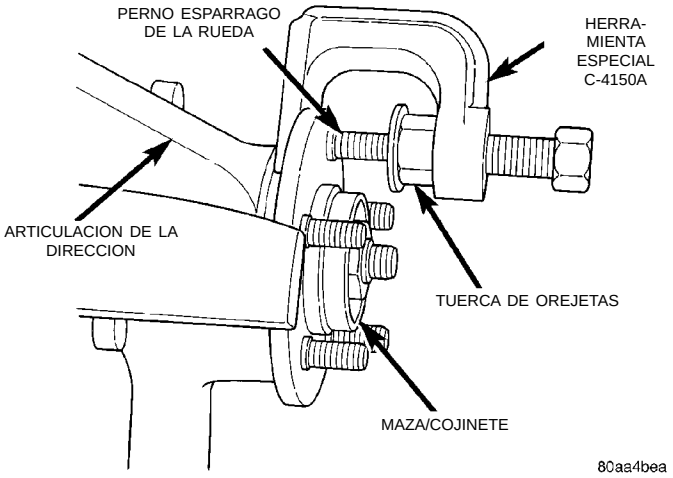

Fig. 56 Desmontaje del perno espárrago de la rueda del conjunto de maza/cojinete
(7) Instale una tuerca de orejetas en el espárrago de la rueda que se retire del conjunto de maza/cojinete, de manera que las roscas en el espárrago estén al mismo nivel del extremo de la tuerca de orejetas (Fig. 56). Haga girar la maza de manera que el espárrago que debe retirarse esté alineado con la escotadura de fundición en la parte delantera de la articulación de la dirección. Instale el Extractor, Herramienta especial C-4150, en la brida del conjunto de maza/cojinete y en el perno espárrago de la rueda (Fig. 56).
(8) Apriete la herramienta especial C-4150, haciendo presión para extraer el perno espárrago de la rueda de la brida de la maza y cojinete. Cuando el reborde del perno espárrago de rueda pase la brida, retire la herramienta especial del conjunto de maza y cojinete. Retire la tuerca de orejetas del perno espárrago y retire el perno espárrago de la brida.